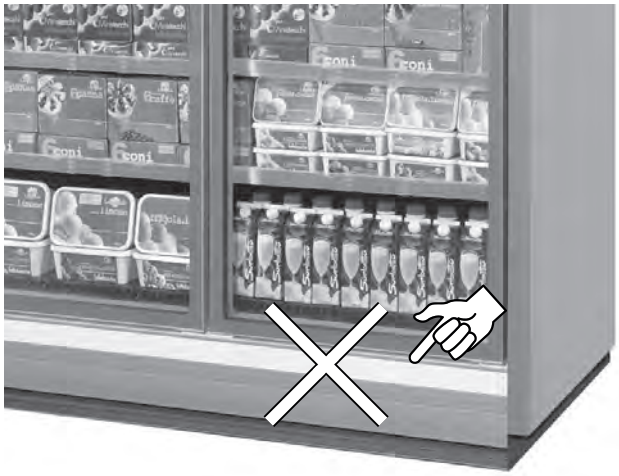

Fig. 13
- La mercancía no obstruya el correcto flujo de aire refrigerado ("Fig. 13").